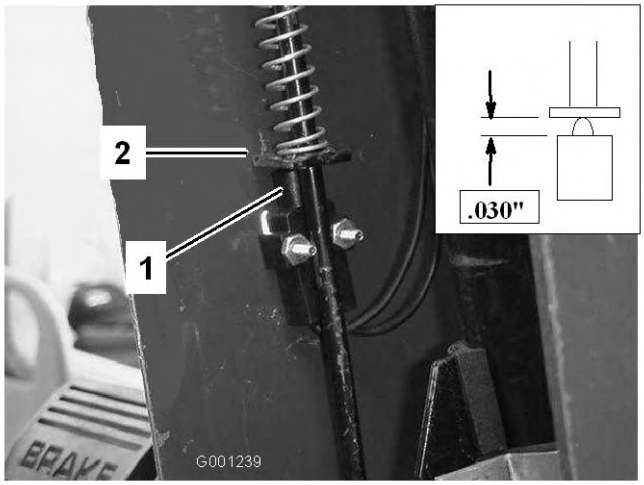

Figure 62
3. Faites coulisser le couvercle en haut de l'arbre de direction pour exposer le contacteur du frein de stationnement (Figure 62).
5. Alignez le palette de la tige du frein de stationnement sur le plongeur du contacteur (Figure 62)
6. Appuyez sur la tige du frein de stationnement et poussez le contacteur vers le haut jusqu'à ce que le plongeur soit comprimé à 0,762 mm (Figure 62, encadré). Cela correspond à la distance entre la palette de la tige du frein et le logement du plongeur du contacteur.